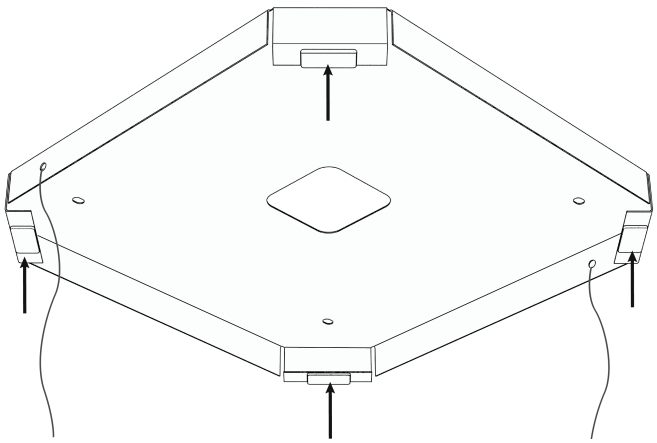

Рис.5
4. Прикрепить монтажную скобу к потолку через подготовленные отверстия. Монтажная скоба показана на рис. 5;
6. К монтажной скобе прикреплены магниты в указанных местах (см. рис. 5);